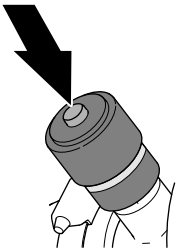

Figur 115
1. Hvis et rødt bånd vises i serviceindikatoren, skal du trykke på nulstillingsknappen for enden af indikatoren (Figur 115).